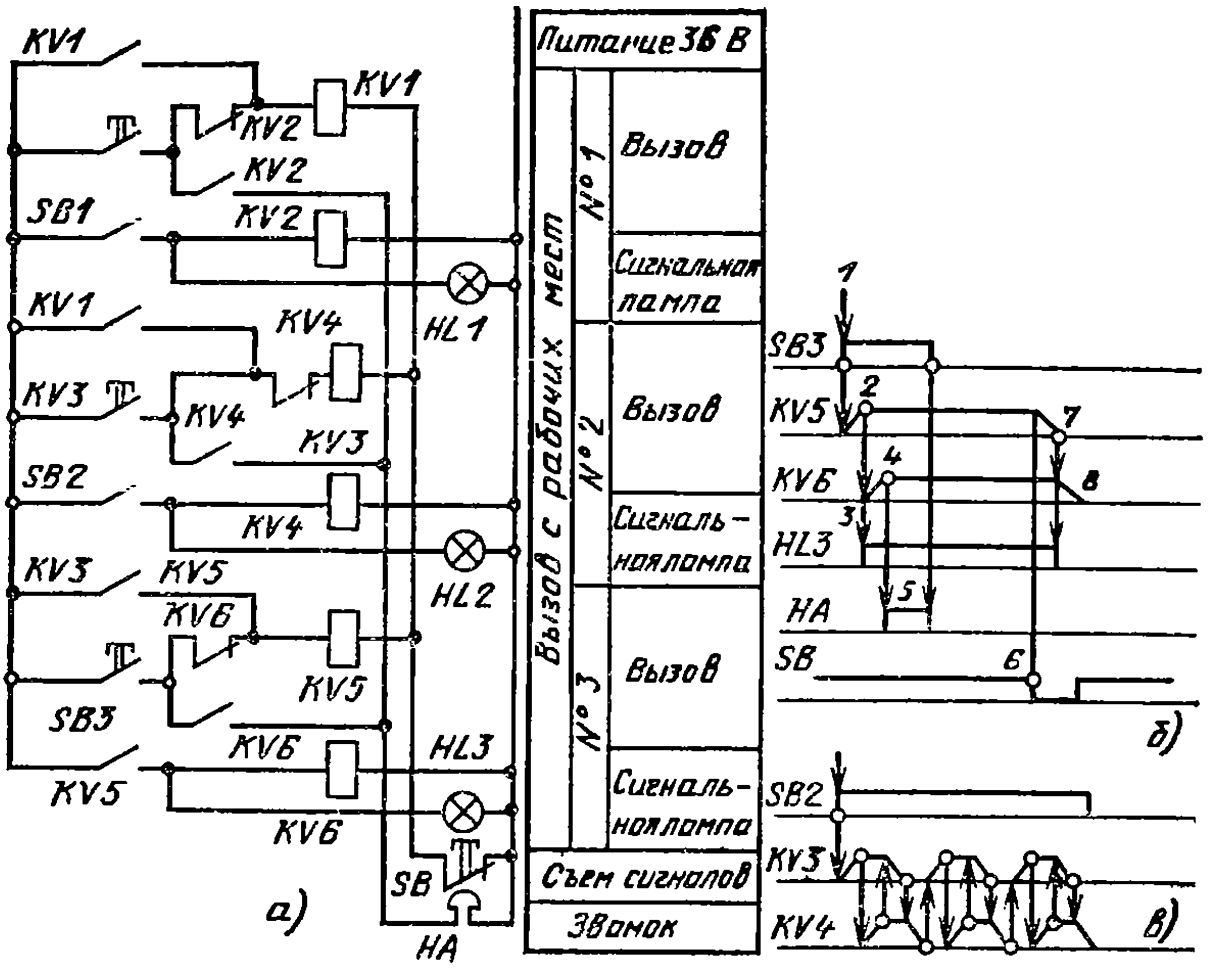

Рис. 6.13. Принципиальная электрическая схема командной сигнализации (*а*) и диаграммы работы ее элементов (*б* и *в*)
6.11. Вопросы по схеме на рис. 6.13.